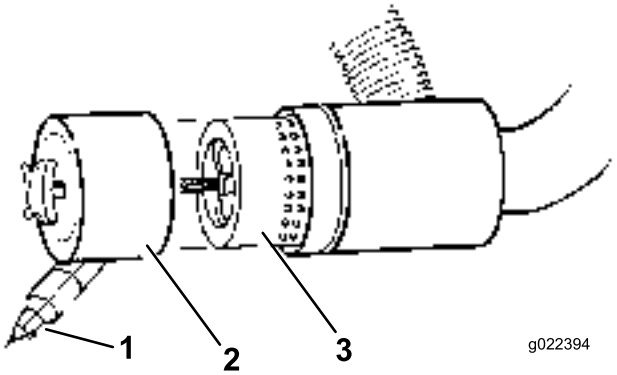

Figuur 49
3. Verwijder en vervang het filter (Figuur 49).